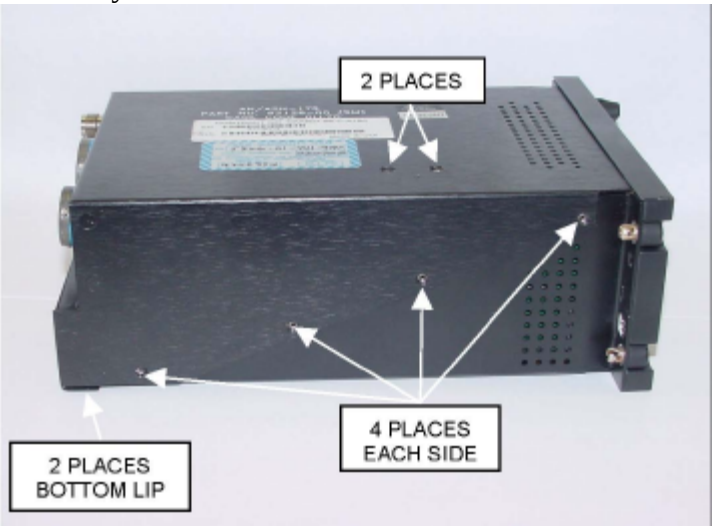

Figure 2
c. Remove 12 screws securing top cover and remove cover (See Figure 2). Disregard warranty seals. Slice with X-acto blade where seals bridge seams to facilitate disassembly.